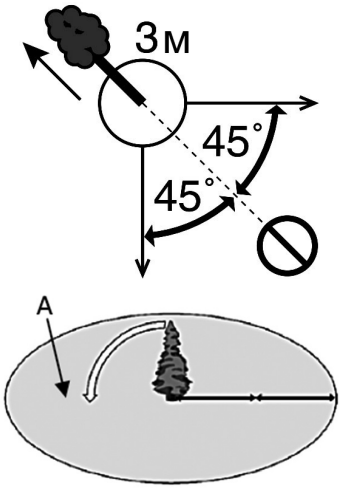

Рис. 8 Зона безопасности при валке дерева
4. Должен быть безопасный путь отхода. Путь отхода должен быть направлен по диагонали в сторону, противоположную направлению падения, под углом 45 градусов, необходимо отойти минимум на 3 метра от ствола, на тот случай, если во время падения комель дерева отскочит в сторону. Зона безопасности (А) должна быть не менее 2½ высоты дерева (Рис. 8).